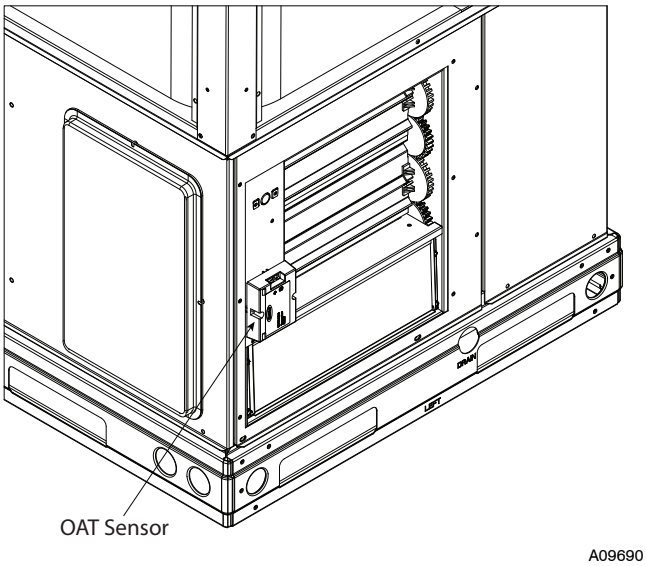

Fig. 28 - Oat Sensor Installed
4. Remove red shipping tape that attaches the outside air temperature (OAT) sensor to the economizer assembly. Using two #8 fasteners, found in the hood package, attach the OAT sensor to the economizer according to Fig. 28.